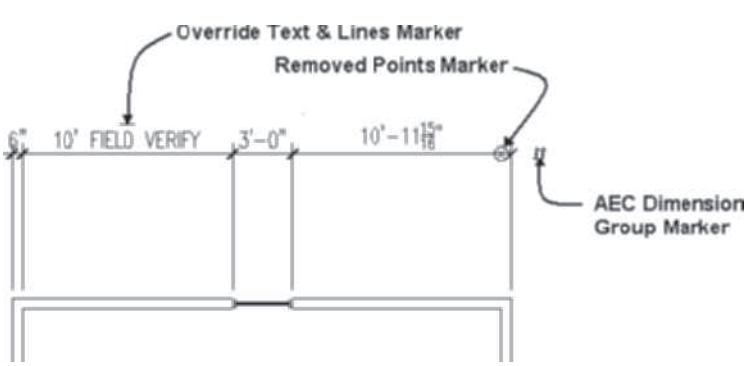

FIGURE 11.11 *AEC Dimension Group Marker and Removed Points Marker display toggled ON*
20. The Override Text & Lines Marker component consists of an overline placed over text when it has been overridden as shown in Figure 11.11.